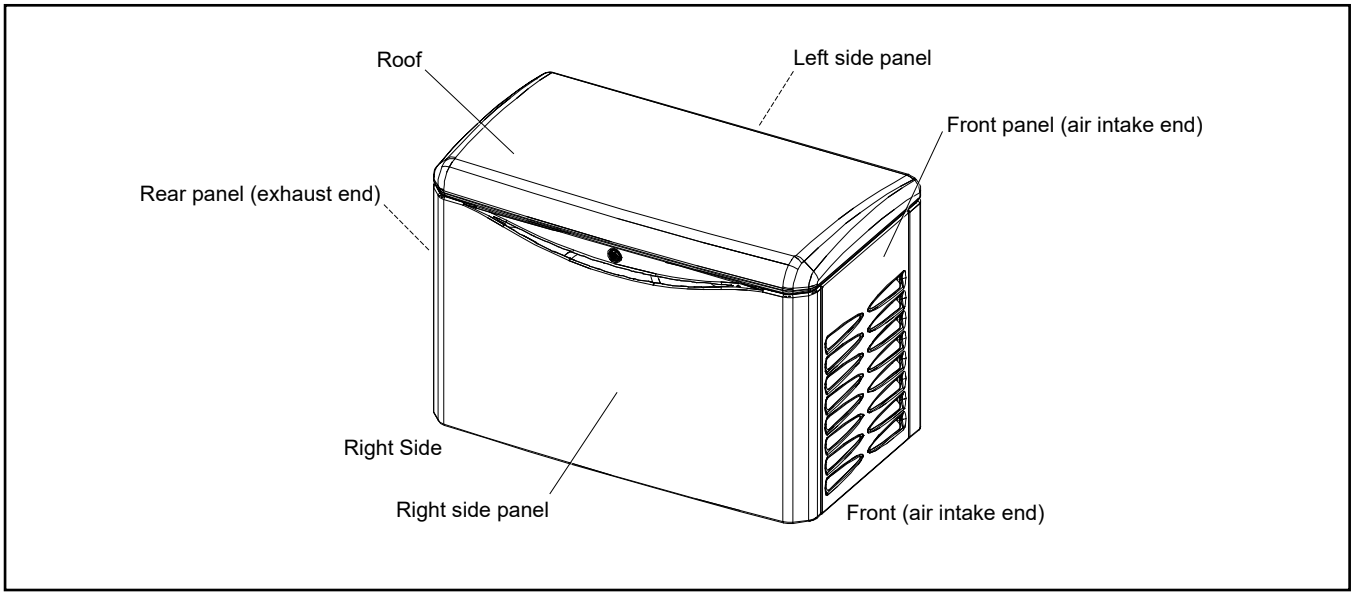

Figure 142 Generator Set Enclosure
24. Reinstall the remaining enclosure panels in reverse order of removal. See Figure 142 and refer to the disassembly instructions, if necessary.